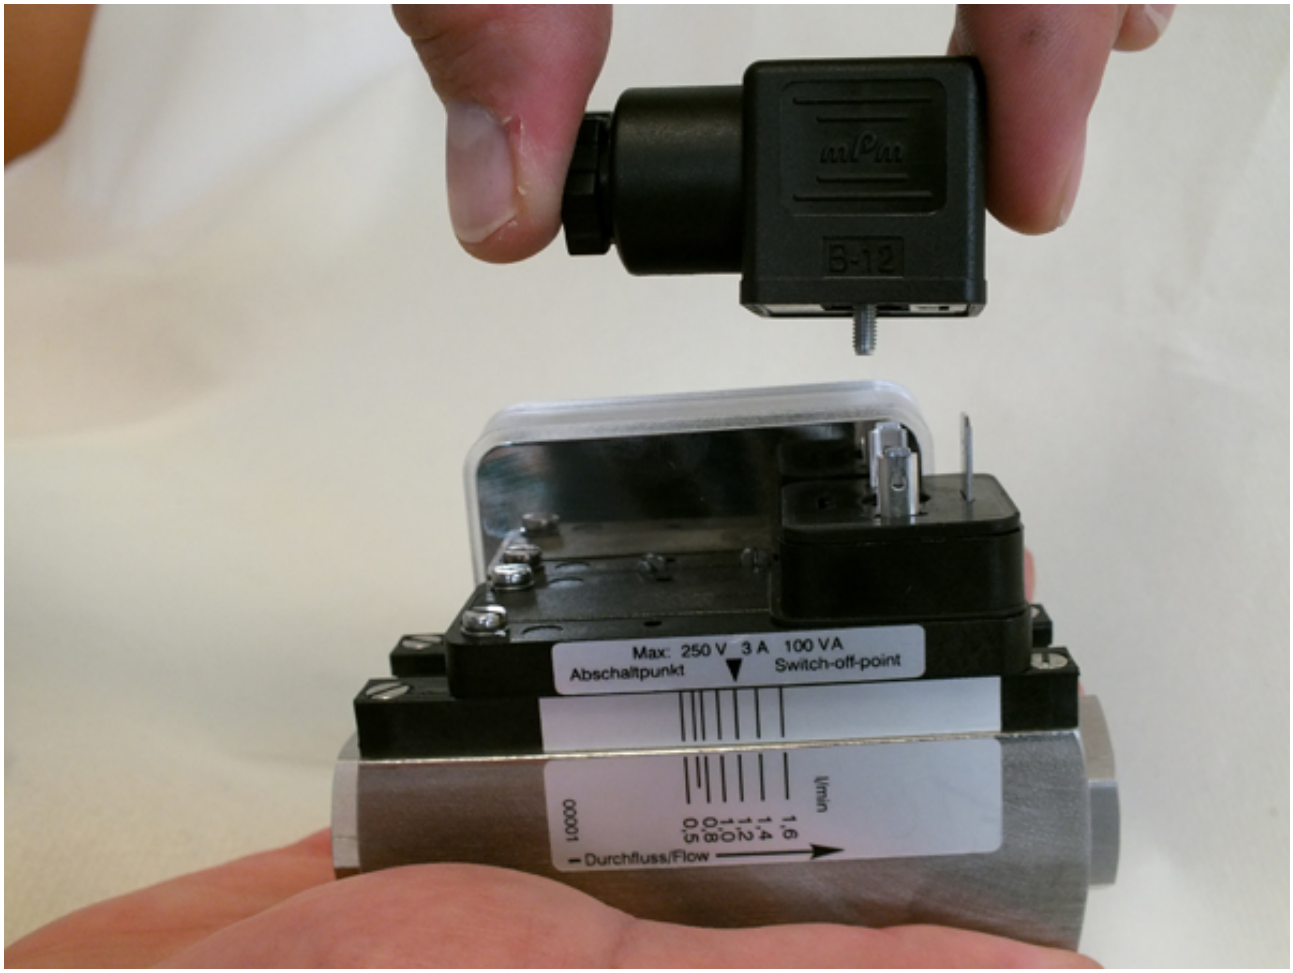

Abb. 27: Steckerdose abziehen
2. Steckerdose (*Abb. 27*/1) abziehen